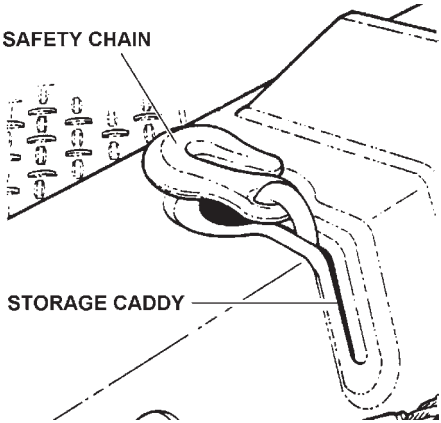

FIGURE 3.7
3.9 Always use Safety Chains on all towing and lifting applications. The safety chains are located on the top rear of the wrecker body. See Figure 3.7. Refer to Section 4.8 for proper safety chain procedures.